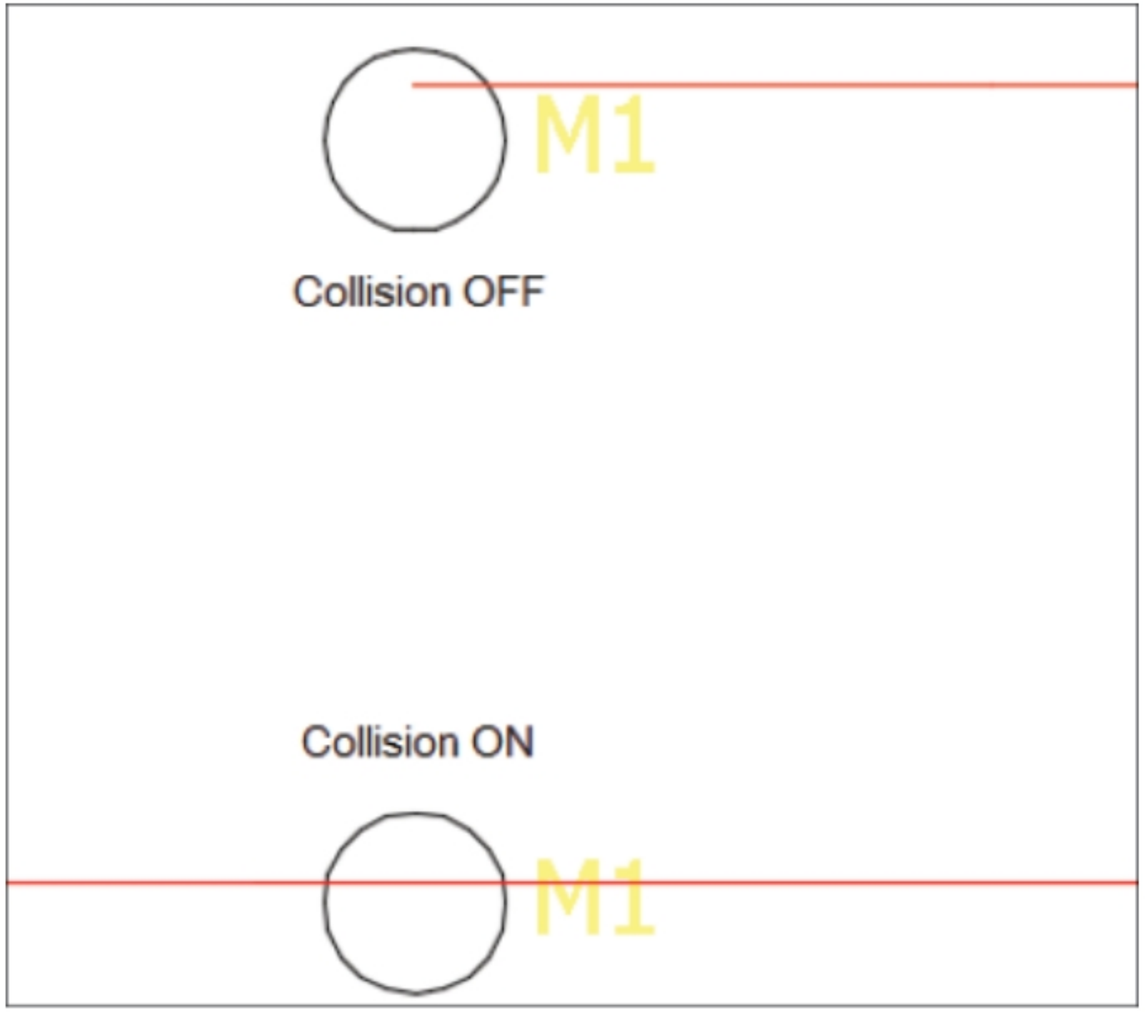

Figure-5. Collision ON or OFF
- Click on the **Tab=Collision off** button to make the wires avoid collision with components. If you click again on this button then the wires will be able to pass through the components (at least in schematic drawings). Figure-5 shows two wirings one with collision OFF and one with collision ON.